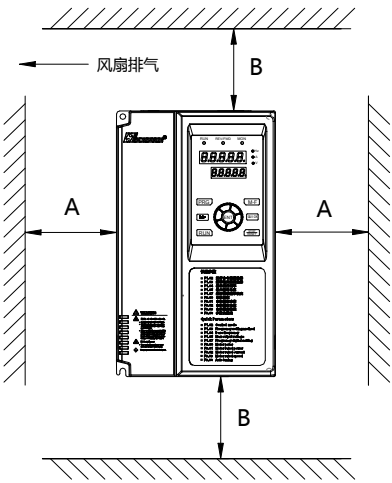

图 3-1　安装的间隔距离图
(1) 一般情况下应立式安装。
(2) 安装间隔及距离最小要求如图 3-1 所示。